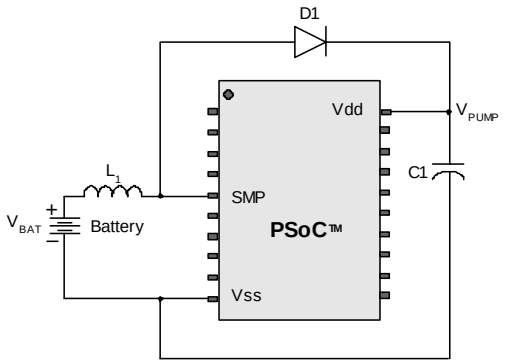

Figure 3-2. Basic Switch Mode Pump Circuit
a. L_1 = 2 µH inductor, C_1 = 10 µF capacitor, D_1 = Schottky diode. See Figure 3-2.